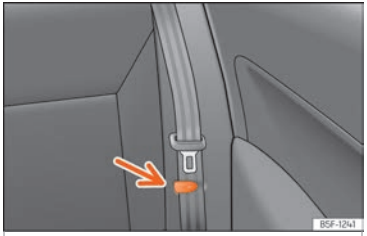

Fig. 117 Banquette arrière : pince pour ceinture de sécurité.
- Placer les ceintures de sécurité latérales dans la pince du revêtement ››› fig. 117.